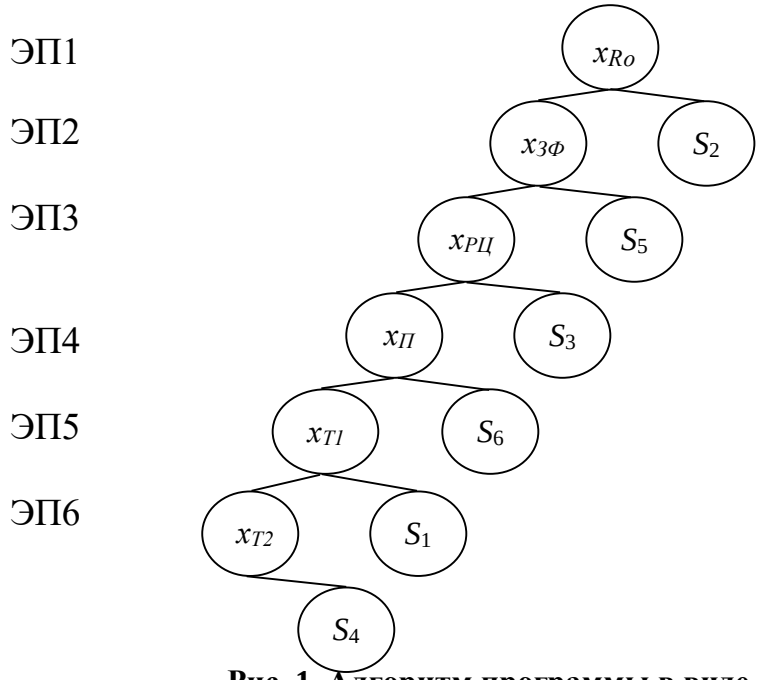

Рис. 1. Алгоритм программы в виде «ветвящегося дерева»
2. Разработана жестко-последовательная программа поиска места отказа «вероятность-время» в виде диагностического графа (алгоритма диагноза), представленного на рис. 1.